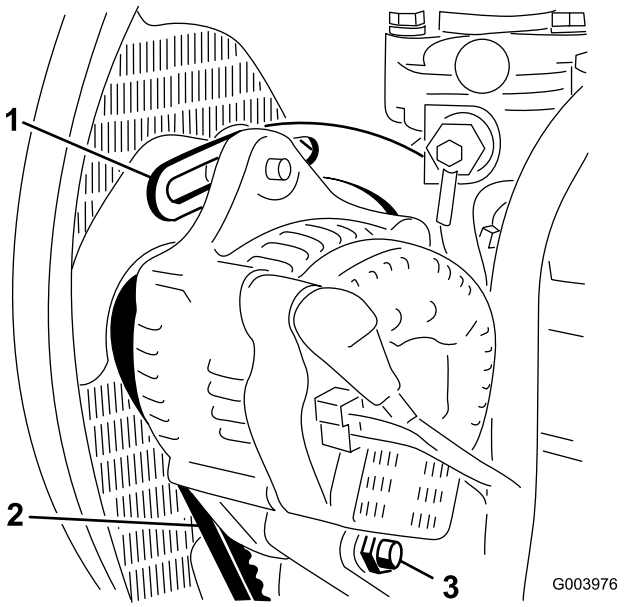

Figur 60
2. Kontrollera generatorremmens spänning genom att trycka ned remmen (Figur 60) mittemellan generatorn och vevaxelskivorna med en kraft på 10 kg.
3. Lossa den bult som håller fast staget på motorn (Figur 60), den bult som håller fast generatorn på staget samt axelbulten.